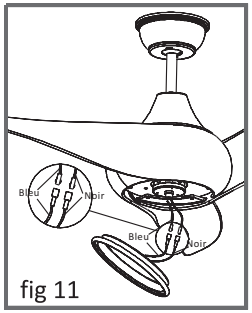

fig 11
2) Retirer la vis de fixation, dévisser les autres vis h 3-4mm (fig.11)
3) Branchez les câbles sur le luminaire. Bleu à bleu, noir sur noir(fig.11)